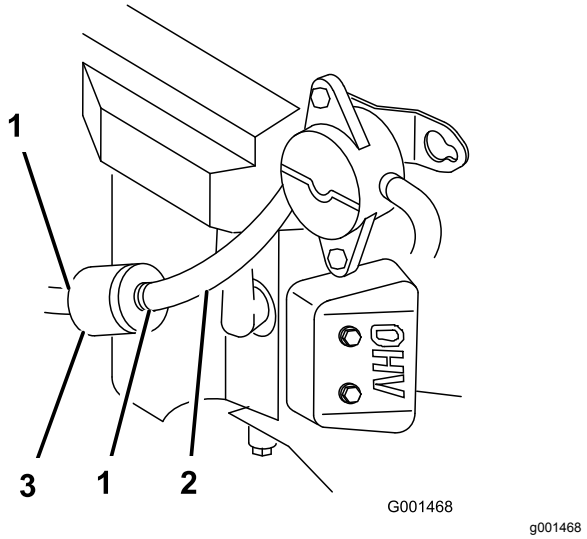

Figur 31
4. Klem slangeklemmernes ender sammen, og skub dem væk fra filteret (Figur 31).